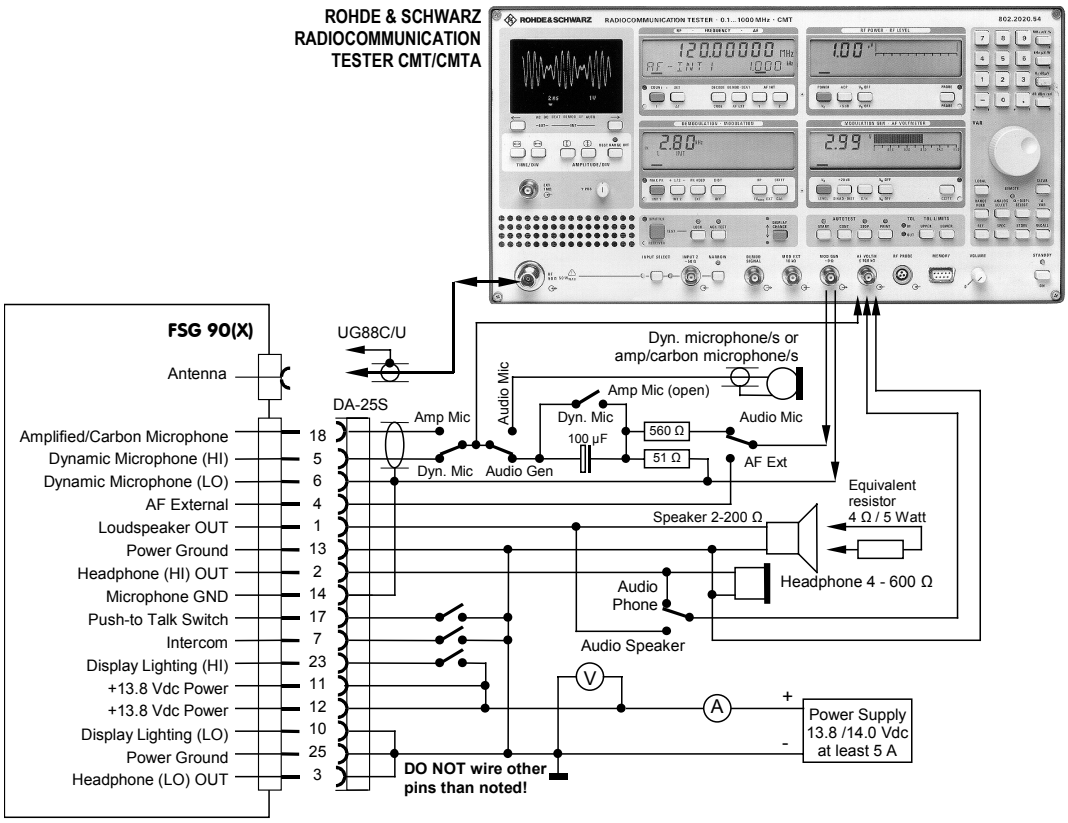

Fig. 3-1: **FSG 90 System**
a) Interconnect the radio with a test wiring harness (according to figure 3-1) to the test bench setup. For **FSG 90** set supply to 13.8 Vdc at radio input terminals. For **FSG 90-H1** set supply to 14.0 Vdc at radio input terminals. Turn ON the radio with the **ON/OFF-VOL** switch on front panel. Switch OFF the Squelch (push **SQ** button).